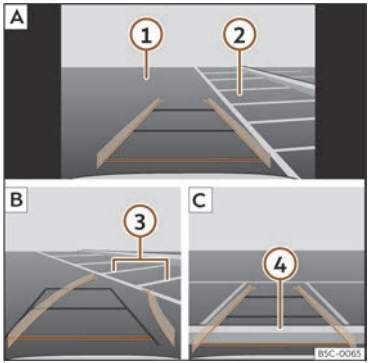

Fig. 166 Display on the infotainment system display: parking with reverse assist.
Key to ››› **Fig. 166**:
- Stop the vehicle in front of the parking space ››› **Fig. 166** 2 A.